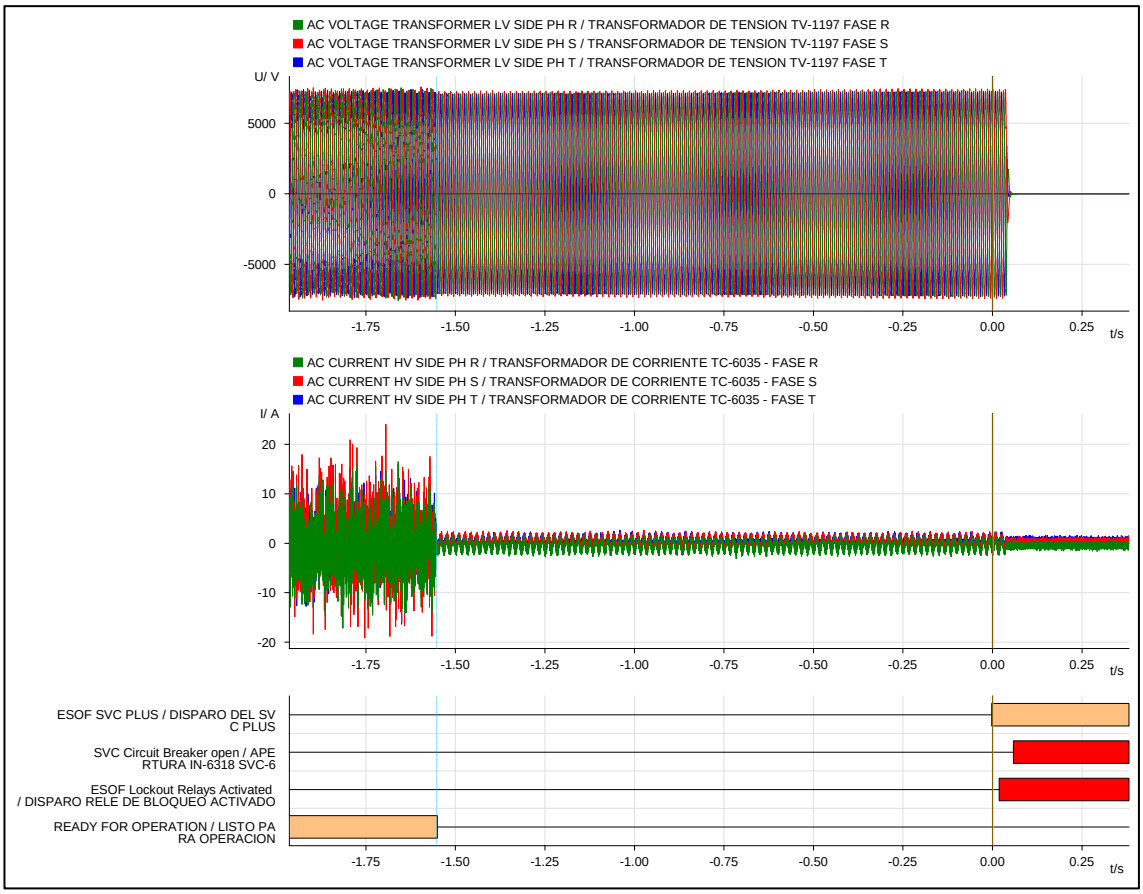

Figura 2. Registro oscilográfico del relé de protección del SVC-6 (SVC PLUS) en la S.E. Pucallpa 60 kV (Fuente: ISA PERÚ)
11.2 En la S.E. Pucallpa 60 kV, luego de 1,596 segundos de activada la alarma, se produjo la desconexión del SVC-6 (SVC PLUS) mediante la apertura del interruptor IN-6318 de 60 kV, por actuación de su protección de bloqueo (86) (ver Figura 2).